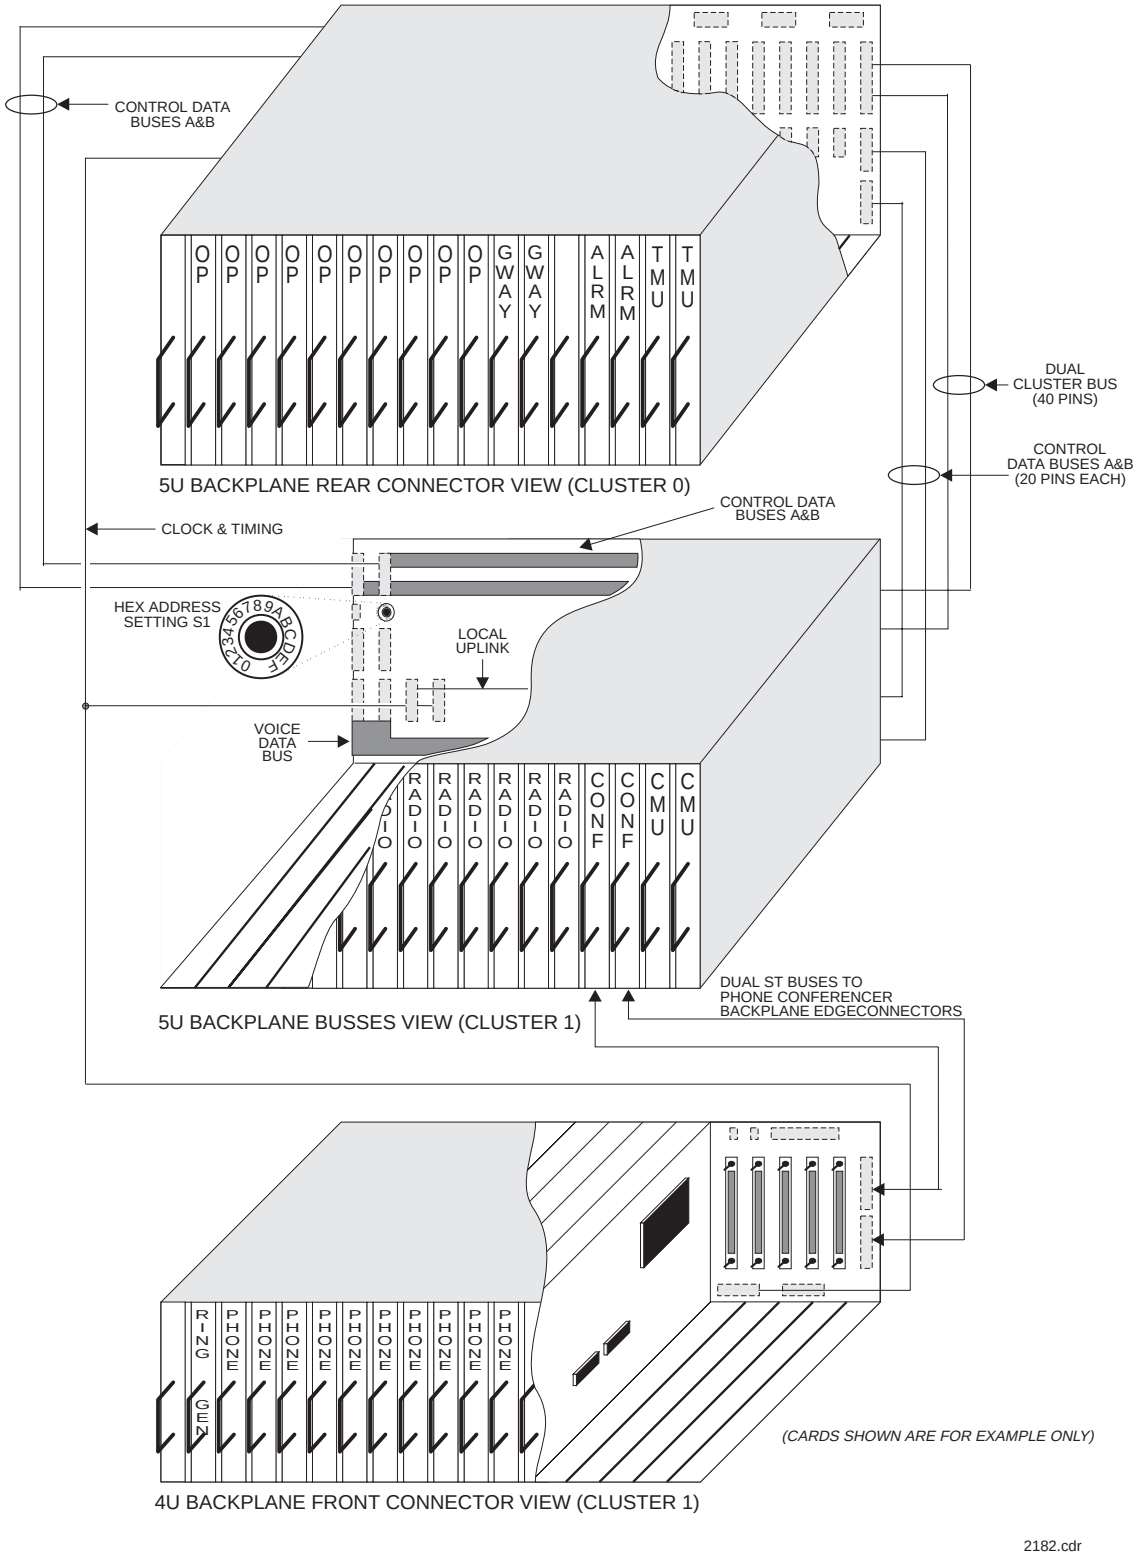

***Figure 4-14. Rear View of Backplane Buses and Bus Interconnection***
**Figure 4-14** illustrates the buses resident on the 5U card cage backplane and the bus interconnection between multiple card cages. The A and B Control Data Buses on each backplane are cabled to form two complete loops, usually in the fashion shown